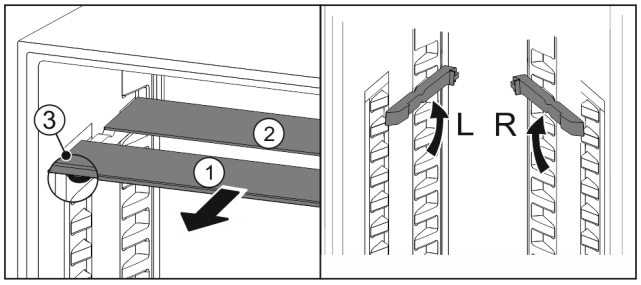

Fig. 149
▶ Extrageți *Fig. 149 (1)* pe rând plăcile de sticlă spre înainte.
▷ Placa de sticlă *Fig. 149 (1)* cu șipca decorativă se află în față.
▷ Opritoarele *Fig. 149 (3)* indică în jos.